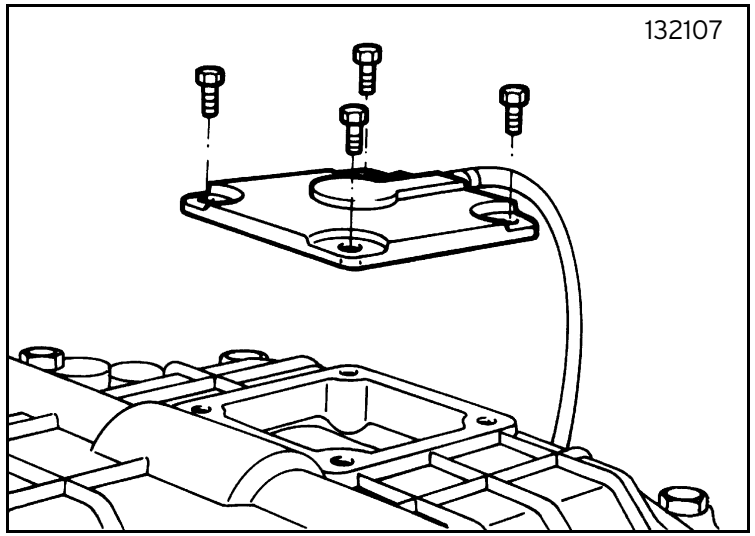

Fig. 7
- remove the cover giving access to the control levers (figure 7);